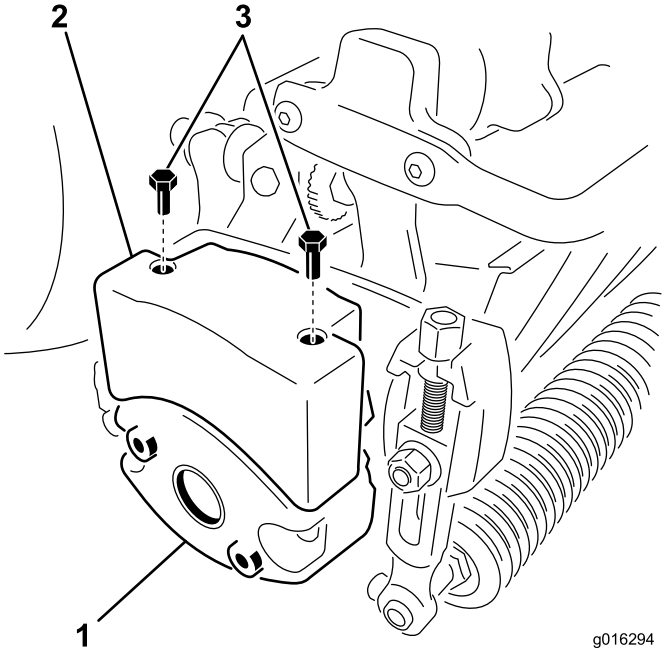

**Figuur 11**
4. Verwijder de 2 bouten waarmee het gewicht aan de zijkant van het maaidek is gemonteerd (Figuur 11).
6. Monteer een bovengewicht op het gewicht van de maaieenheid met 2 inbusschroeven (Figuur 11).